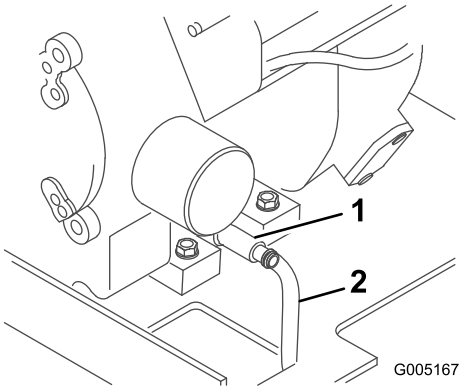

Figure 22
4. Raccordez une extrémité du flexible au robinet de vidange et placez l'autre dans un bac (Figure 22).
5. Ouvrez le robinet de vidange d'huile en le tournant vers la gauche et en le soulevant (Figure 22).